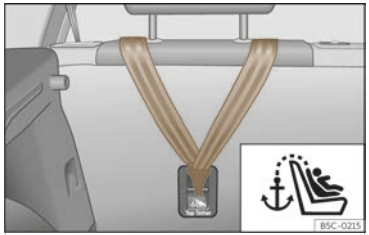
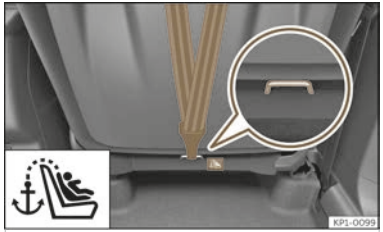

Fig. 43 Rear part of the rear seats: Top Tether belt anchor.
Fig. 44 Rear of front passenger seat backrest: Top Tether belt anchor (not available in all markets/versions).
Child seats with a Top Tether system are fitted with an additional belt for fastening to an anchor point in the vehicle. This anchor point is located on the rear of the rear seat backrest and of the front passenger seat backrest[1] (identified with the symbol ⚓) and provides better retention >>> Fig. 43, >>> Fig. 44.
- Slide the belt and secure it properly with the anchor on the rear seat backrest ››› **Fig. 43** , ››› **Fig. 44**.